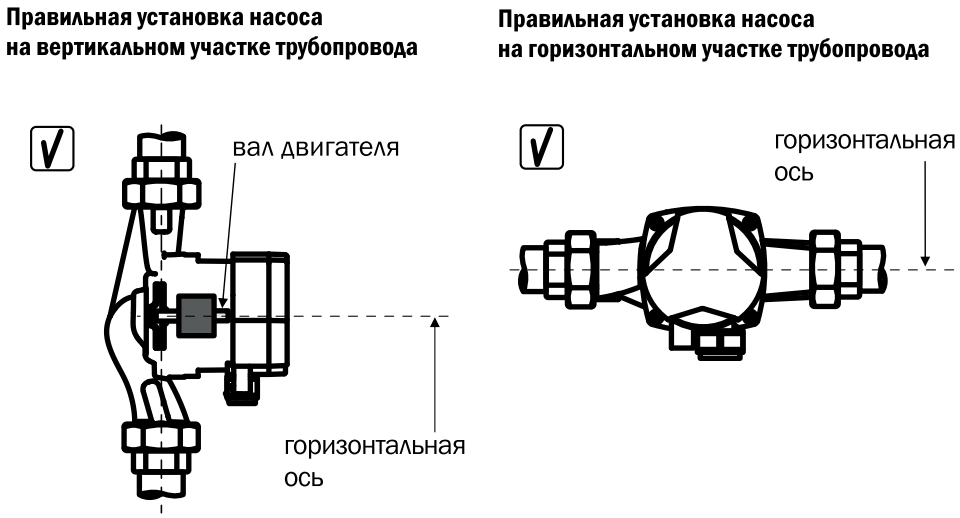

Рис.4 Установка циркуляционного насоса.
• Насос устанавливается в систему таким образом, чтобы его вал располагается строго в горизонтальной плоскости (Рис.4).